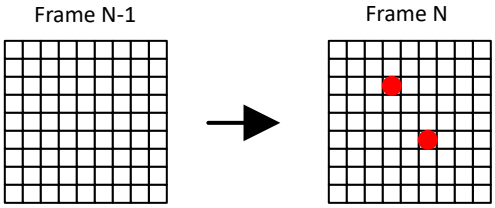

**Figure 7-7. On Demand Data Refresh - Mode 1**
**Mode 1**: 8-bit PWM data without VSYNC command. Data is sent out for display instantly after received. With Mode1, users can refresh the corresponding dots' data only instead of updating the whole SRAM. It is called 'on demand data refresh', which can save the total data volume effectively. As shown in Figure 7-7, the red LED dots can be refreshed after sending the corresponding data while the others kept the same with last frame.